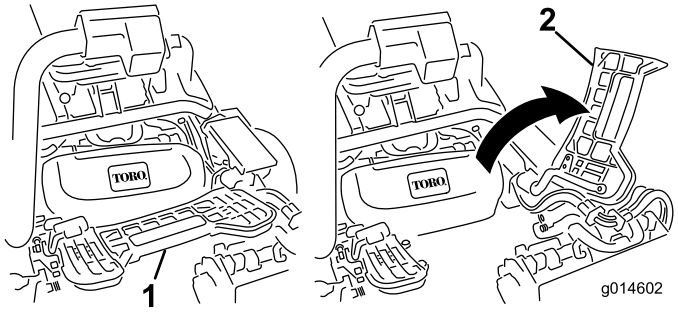

**Figur 11**
7. Om du monterar mittklippenheten lyfter du upp fotstödet och fäller upp det så att du kommer åt mittklippenheten (Figur 11).